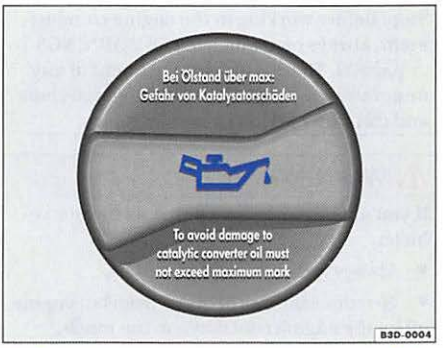

Fig. 7 In the engine compartment: engine oil filler cap
– Unscrew the oil cap ⇒ fig. 7 from the cylinder head cover. You will see the oil can symbol on top of the oil cap. If you are not sure, contact your authorized Volkswagen dealer for assistance.